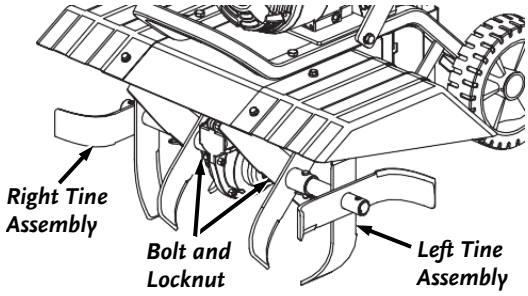

Figure 21
1. Remove the Bolt and Locknut securing the Tine Assemblies to the Shafts on both sides using two 16mm Wrenches (***Figure 21***).